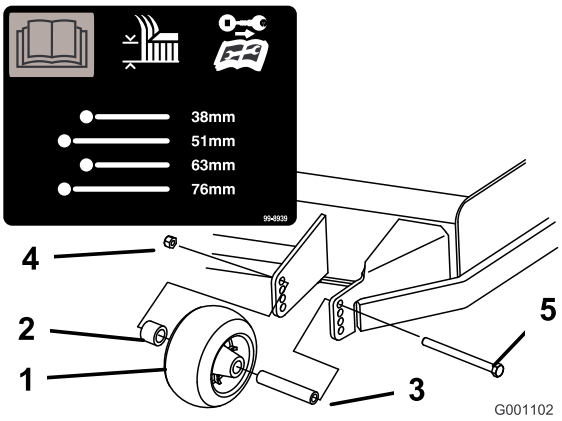
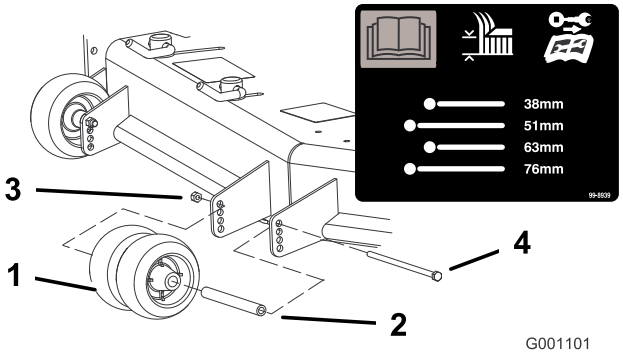
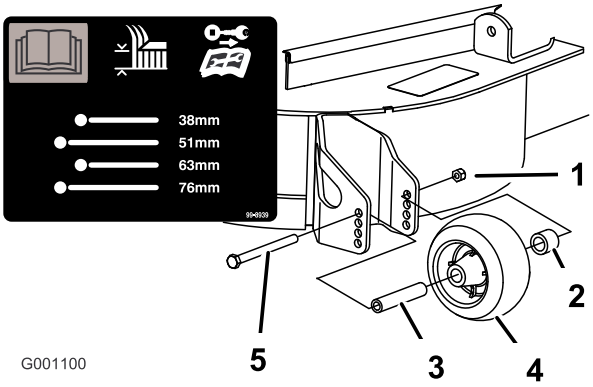

Figur 19
Figur 20
Figur 21
3. När du har ställt in klipphöjden kan du justera valsarna genom att ta bort flänsmuttern, bussningen, distansbrickan och bulten (Figur 19, Figur 20 och Figur 21).
Obs: De två mellersta valsarna kommer inte att ha en distansbricka (Figur 20).
5. Montera flänsmutterns bussning, distansbricka och bult. Dra åt till ett moment på 54–61 Nm (Figur 19, Figur 20 och Figur 21).